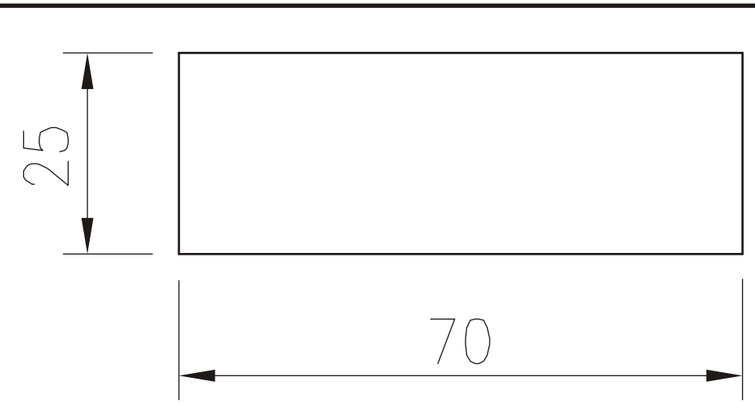

Fig. 3
(1) Consigue papel para probar el salpicado del aceite. Cerca de 25mm x 70mm cualquier tipo de papel puede servir. El tipo de papel no afectara los resultados (Fig. 3)